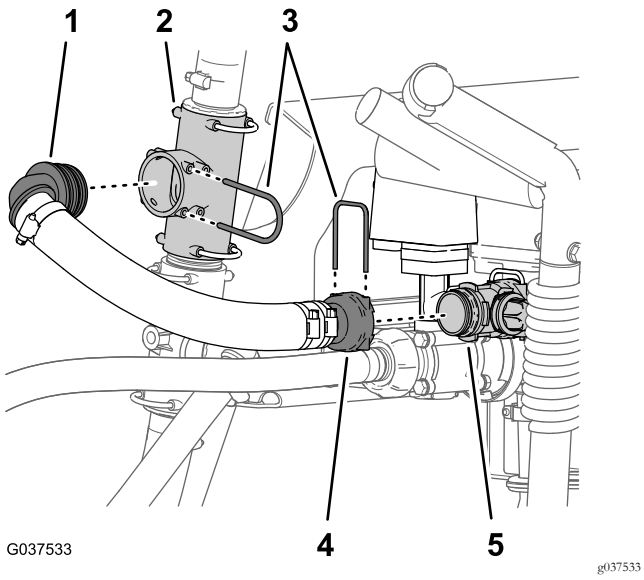

Figura 36
1. Retire la horquilla de retención que sujeta el acoplamiento dentado recto de la manguera de desvío de agitación a la válvula de desvío de agitación (Figura 36).
2. Retire la horquilla de retención que sujeta el acoplamiento dentado de 90° de la manguera de desvío de la agitación al acoplamiento en T superior (Figura 36).
3. Retire la manguera de desvío de la agitación de la máquina (Figura 36).